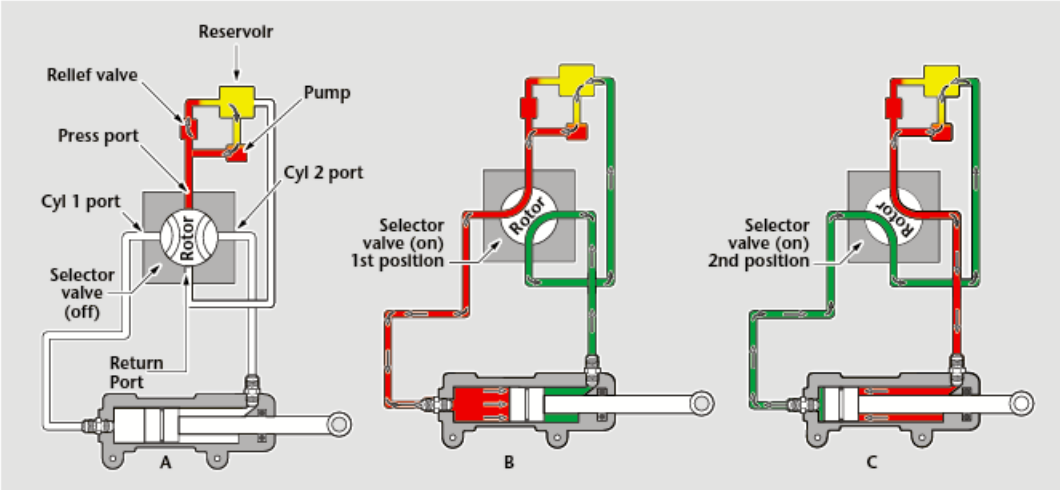

Figure 1-2-20. Closed-center rotor selector valve.
The *rotor-type, closed-center selector valve* is shown in Figure 1-2-20. It has a rotor as its valving device. The rotor is a thick circular disk with drilled fluid passages. It is placed in its various operating positions by relative movement of the valve control handle. In the OFF position (A), the rotor is positioned to close all ports. In the first ON position (B), the rotor interconnects the pressure port with the number 1 cylinder port. The number 2 cylinder port is open to return. In the second ON position (C), the reverse takes place.